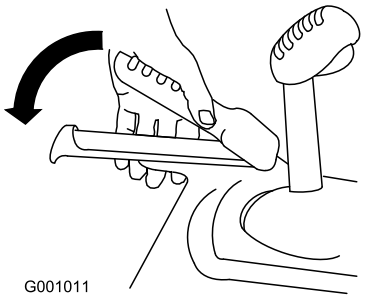

**Figure 20**
3. Squeeze the left hand (traction) lever to the hand-grip (Figure 20).
6. Squeeze the left hand (traction) lever to the hand-grip (Figure 20).